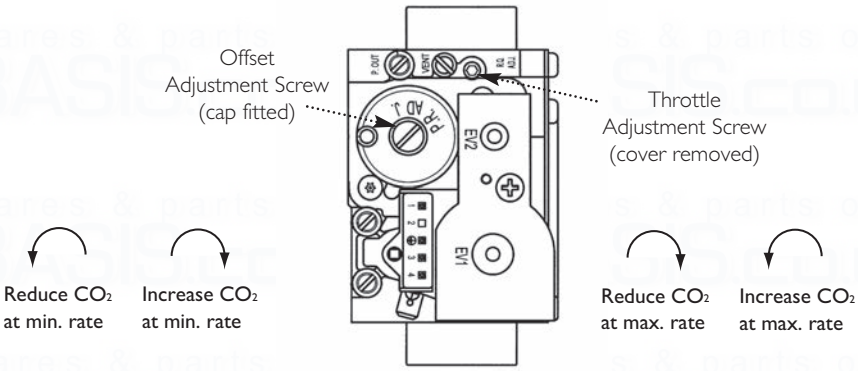

Fig. 90
8. It is possible to alter the CO_2 by adjustment of the gas valve. Remove the plastic cover from the Throttle Adjustment Screw. At maximum rate the Throttle Adjustment Screw should be turned, using a suitable hexagon key, until the correct reading is obtained (Fig. 90). Turning clockwise will reduce the CO_2. Anticlockwise will increase the CO_2.
10. With the boiler on minimum, the Offset Adjustment Screw must be altered, using a suitable hexagon key, after removing the cap (Fig. 90). Turning anti-clockwise will reduce the CO_2. Clockwise will increase the CO_2.